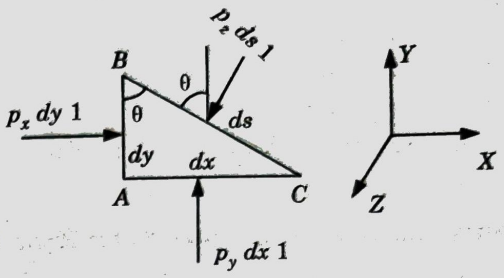

Fig. 3.9.1.
3. Consider an arbitrary fluid element of wedge shape in a fluid mass at rest as shown in Fig. 3.9.1.
10. But from Fig. 3.9.1, $ds \cos\theta = AB = dy$